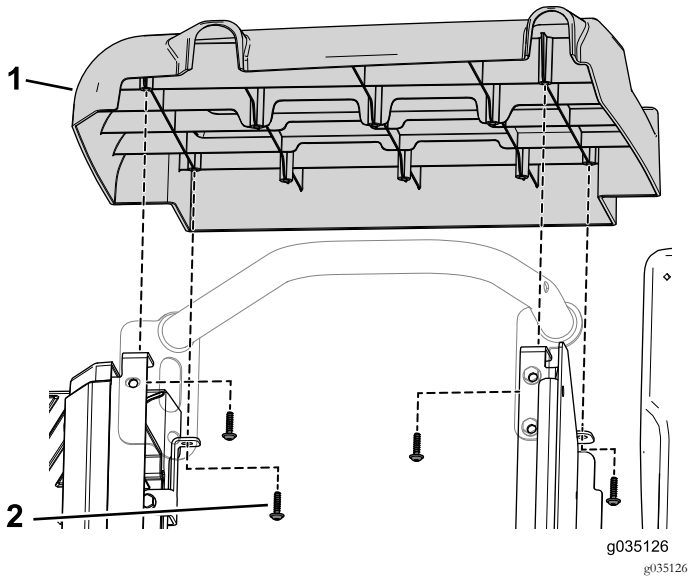

Figur 94
5. Bruk de åtte selvgjengende skruene (3/32 x 7/8 tomme) til å feste det venstre og høyre sidepanelet fra settet til den fremre setebasen (Figur 94).